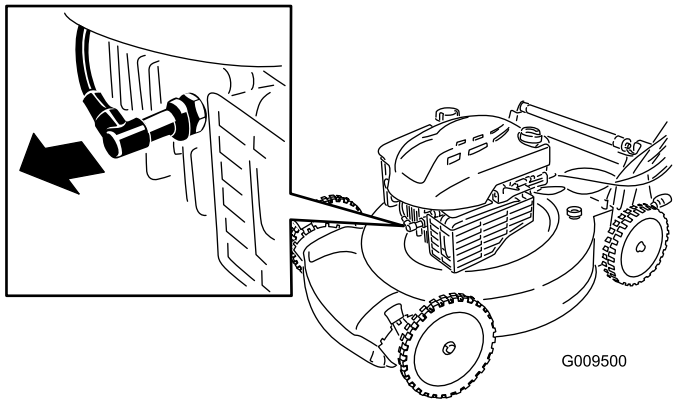

Figure 23
2. Débranchez la bougie (Figure 23) avant de procéder à un quelconque entretien.